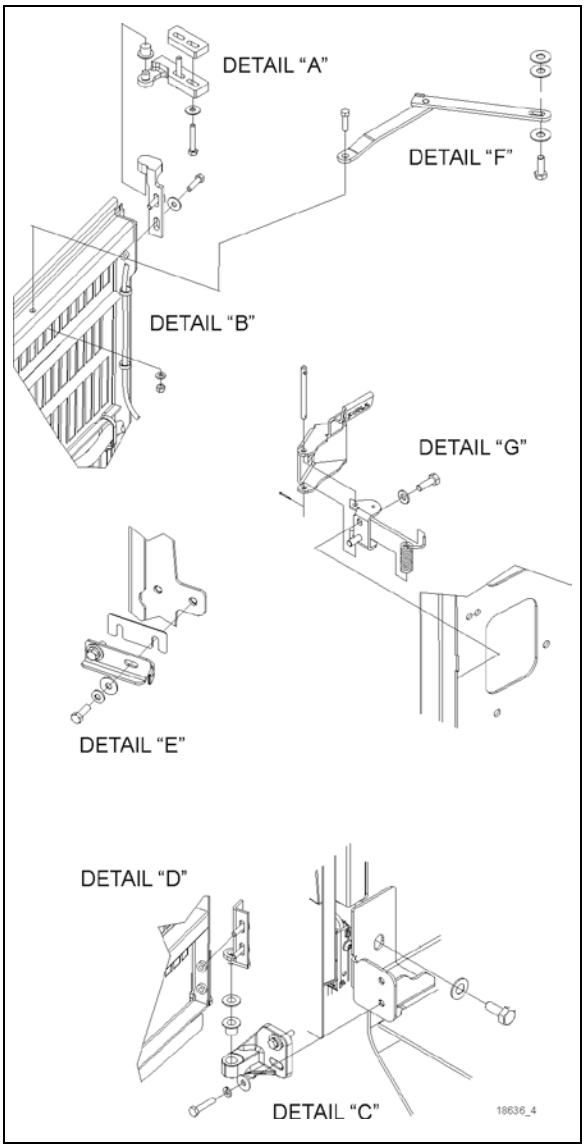

FIGURE126:PORTE DU RADIATEUR
Suivre les étapes suivantes pour ajuster le mécanisme de verrouillage et la gâche (détails “E” et “G”, Figure126):
5. Ouvrir la porte et légèrement desserrer la languette de verrouillage (“E”, Figure126).